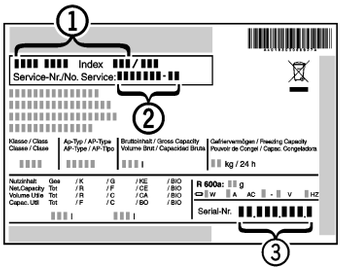

*Fig. 51*
▶ Read the appliance designation *Fig. 51 (1)*, service no. *Fig. 51 (2)* and serial no. *Fig. 51 (3)* from the rating plate. The rating plate is located inside the appliance on the left-hand side.
▶ Notify a qualified service provider, specifying the fault, appliance designation *Fig. 51 (1)*, service no. *Fig. 51 (2)* and serial *Fig. 51 (3)* no.